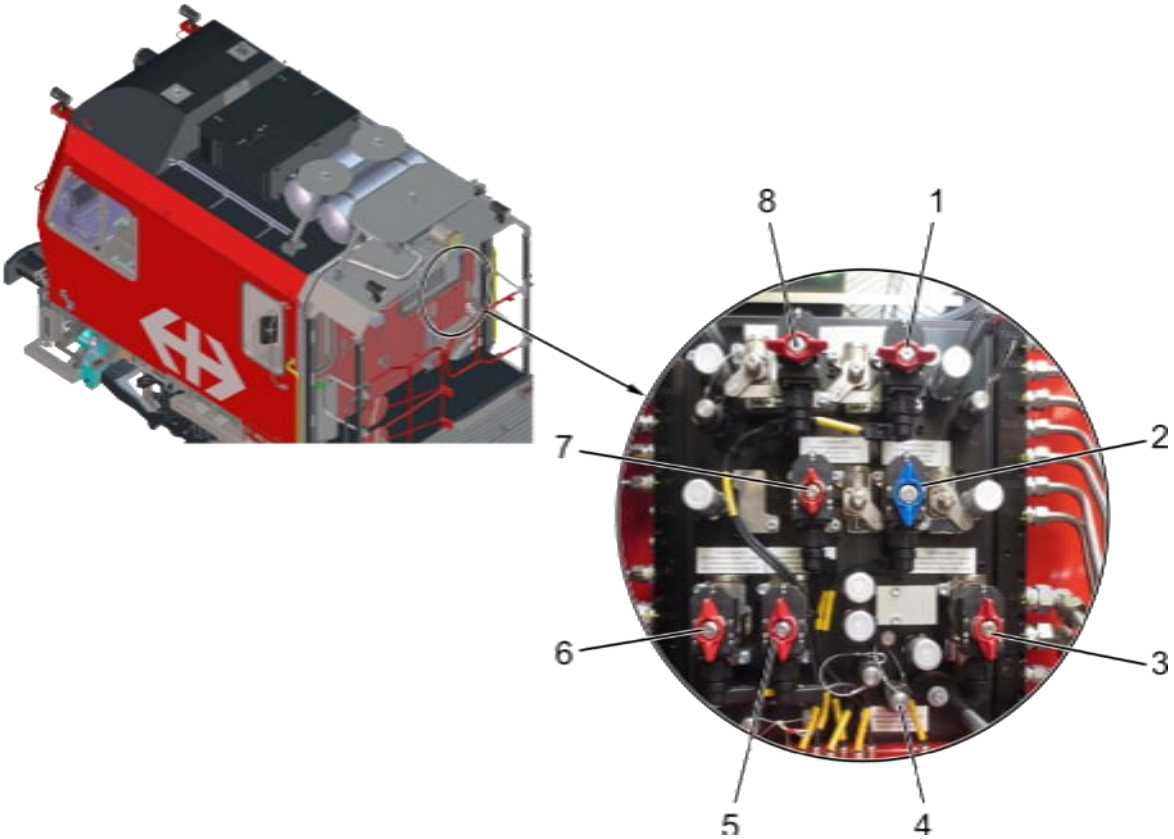

Fig. 149: Quadro avaria (copertura rimossa)
- collegare la pompa a pedale (che si trova nella cabina di guida) all'attacco dell'aria compressa, cfr. Fig. 149 (4).